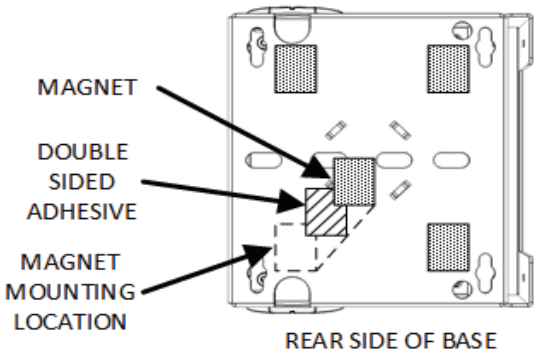

Figure 3
3) Attach the magnet assemblies to the locations as shown in Figure 3